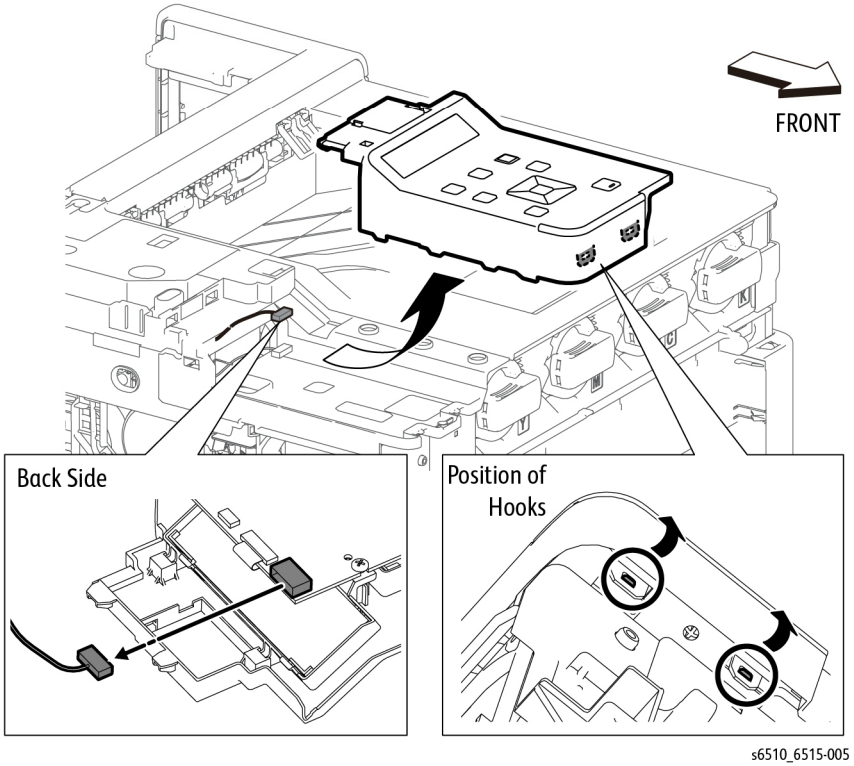

Figure 1 Remove the UI Console Assembly (SFP)
3. Refer to Figure 1 to release the two hooks in the direction of the arrows and slightly lift up the UI Console Assembly.